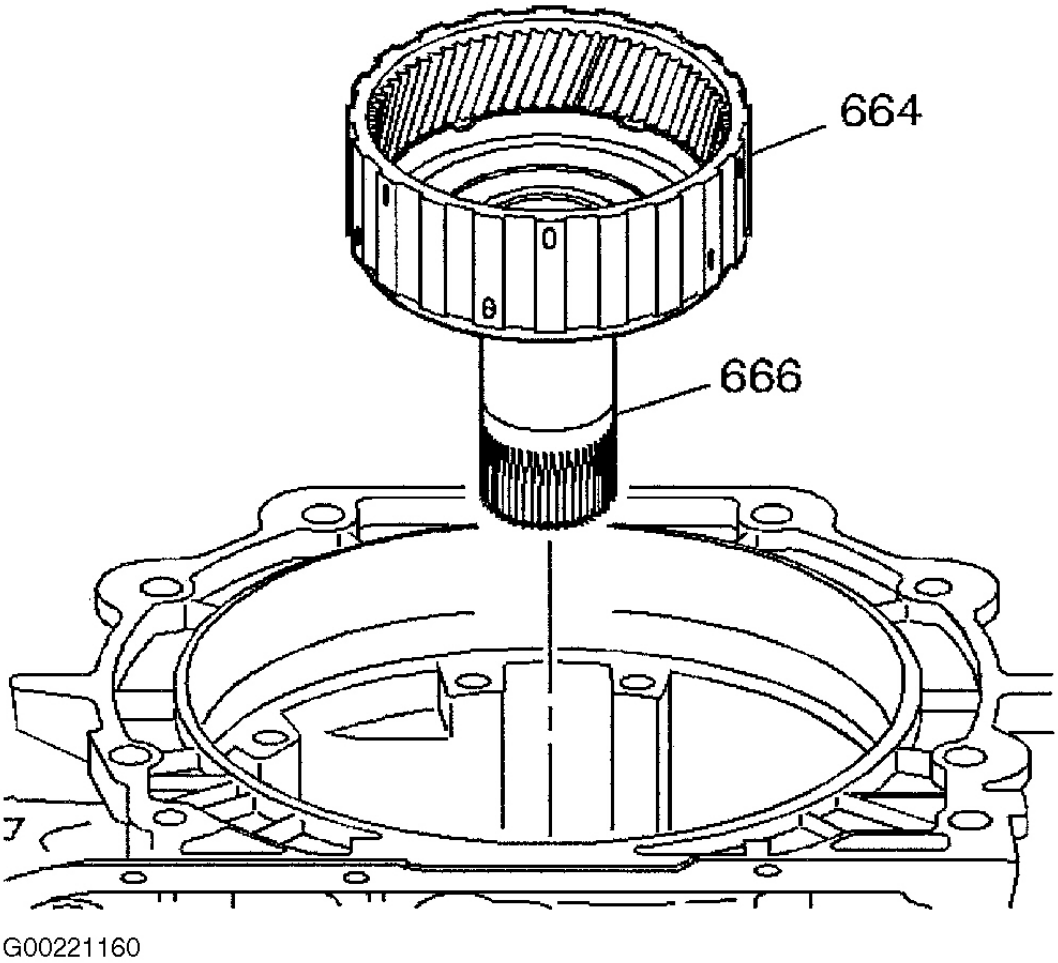
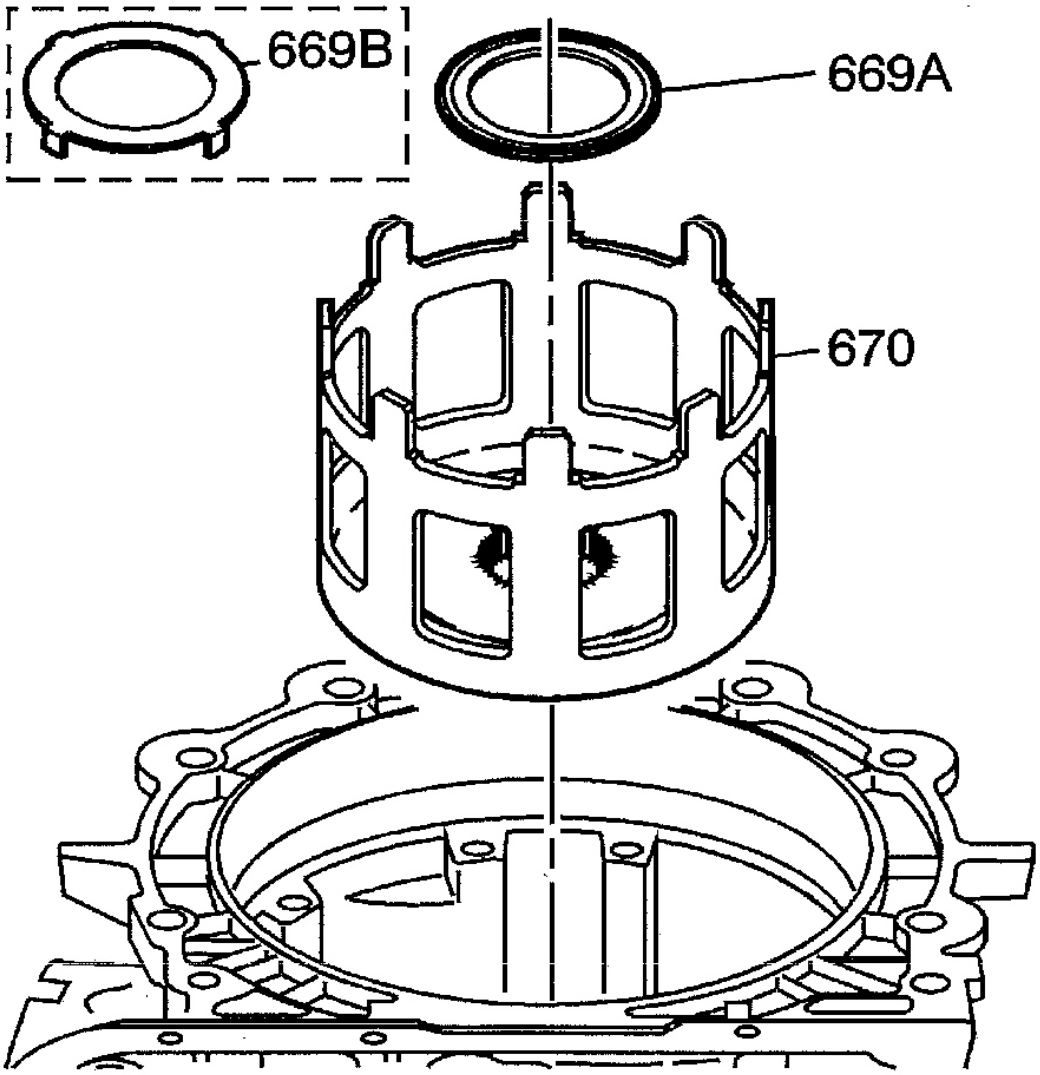

Fig. 23: Removing/Installing Input Internal Gear & Reaction Carrier Shaft Assembly
Fig. 24: Removing Thrust Washer & Reaction Sun Shell
3. Remove input internal gear and reaction carrier shaft assembly. See**Fig. 23** . Remove reaction sun shell and thrust washer. See **Fig. 24** . Remove reaction sun gear, thrust washer, low-reverse roller clutch race and roller clutch. See **Fig. 28** .